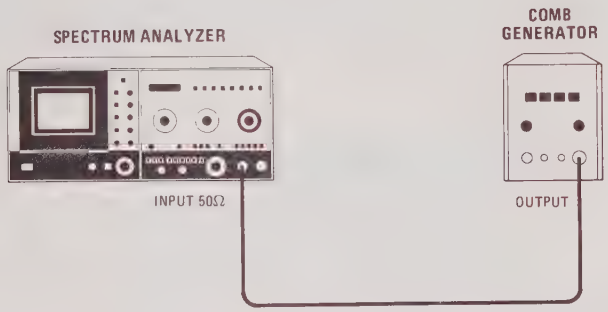

Figure 4-7. Residual FM Test Setup
b. Connect comb generator output to spectrum analyzer INPUT as shown in Figure 4-7. Set comb generator for maximum output amplitude.